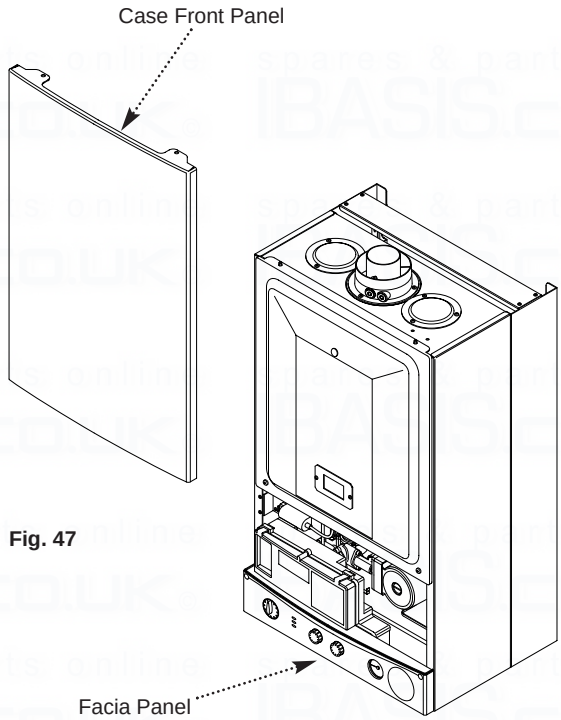

Fig. 47
5. Slacken the screws securing the facia panel. Lift the outercase panel so that its securing tabs are clear of the facia. Remove the panel (Fig. 47).